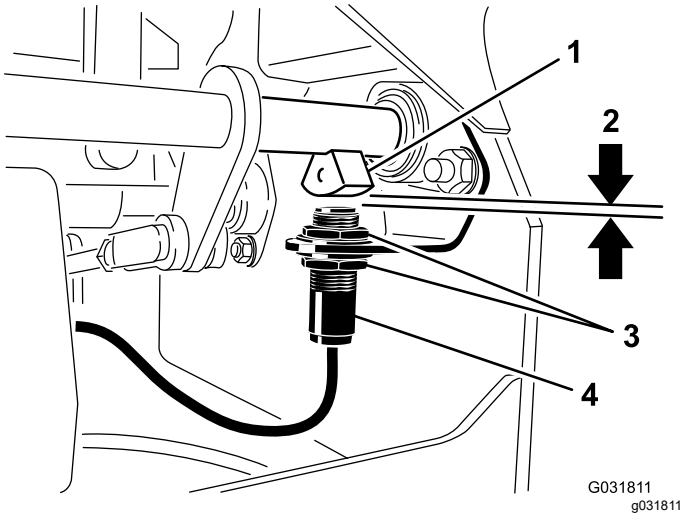

Figura 45
4. Spostate il microinterruttore verso l'alto o il basso, lungo la staffa, fino a quando la distanza tra il sensore dell'albero del freno e il pulsante del microinterruttore è di 4 mm, come illustrato nella Figura 45.